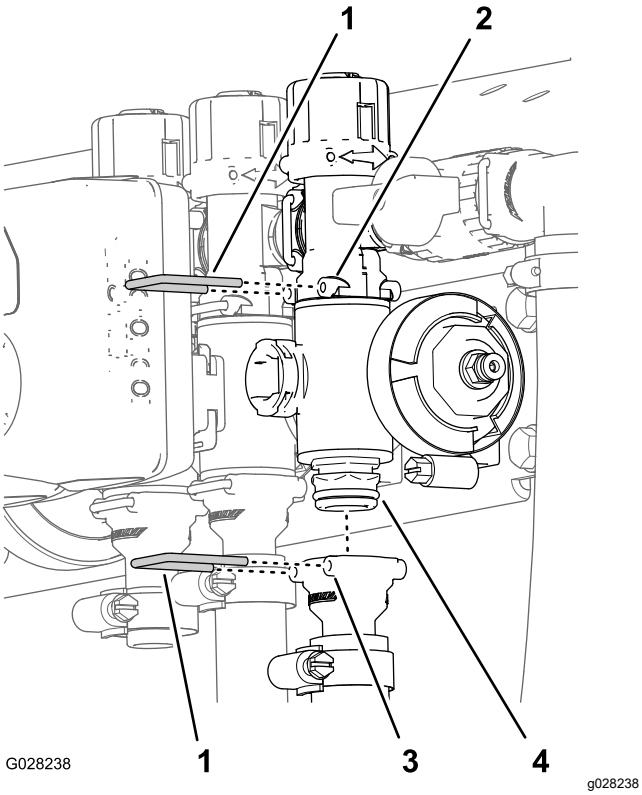

**Figura 75**
2. Remova os retentores que prendem o encaixe de saída ao coletor da válvula de seção e o coletor da válvula ao acessório de desvio (Figura 75).